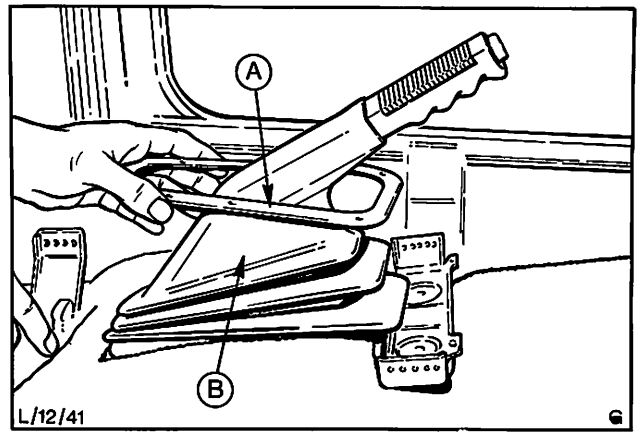

Abb. 70 A = Manschettenhalter
8. Handbremshebelmanschette und Hebel anbringen und befestigen, Abb. 70.